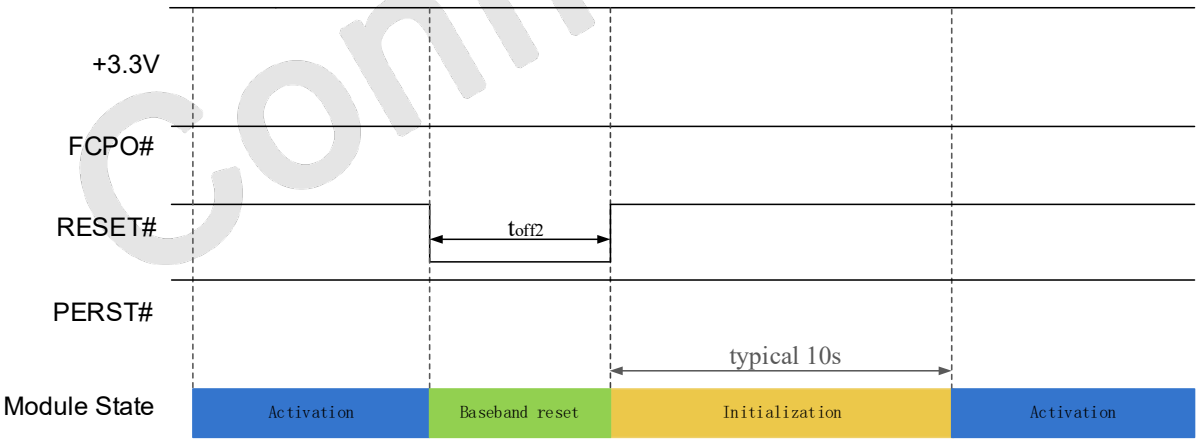

Figure 3-8 Reset timing 1st
- Reset timing 1st in Figure 3-8, PMU of module internal always on in reset sequence, recommend using in FW upgrade and module recovery;
Modem FW upgrade / Modem recovery	Refer to section 3.3.3 Figure 3-8 Reset timing 1st